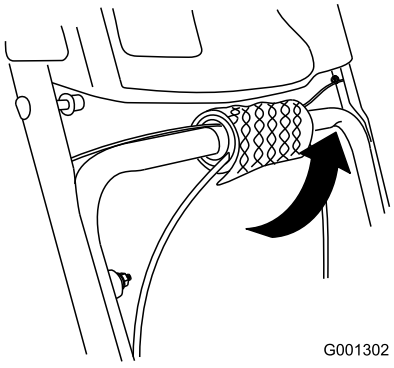

Figuur 5
1. Maak de kabeluiteinden los van de onderste handgreep (Figuur 5).